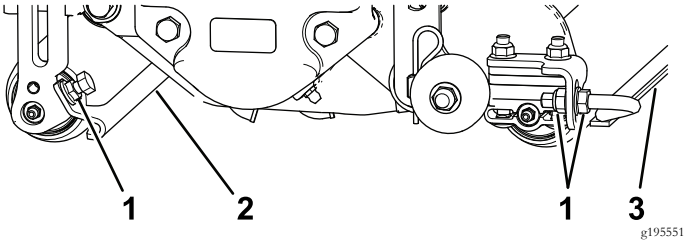

Figur 11
1. Lossa flänsmuttrarna som håller fast rullskraporna (Figur 11).
Skydda bladen från kontakt med hårda ytor genom att sänka ner transportrullarna (Figur 11) innan vertikalklipparen sänks ner till verkstadsgolvet eller tas bort från traktorenheten.